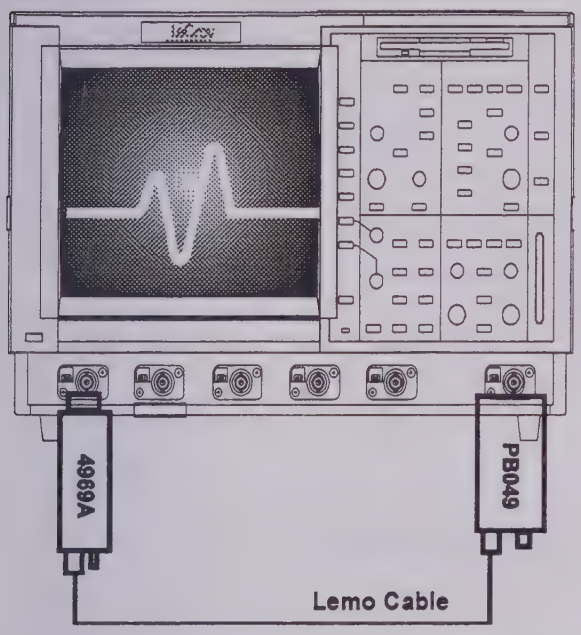

Figure 5-13 : 50 Ω Overshoot & Rise time Equipment Setup
- Connect the fast pulse generator 4969A and PB049 power adapter, or equivalent as shown in Figure 5-13.